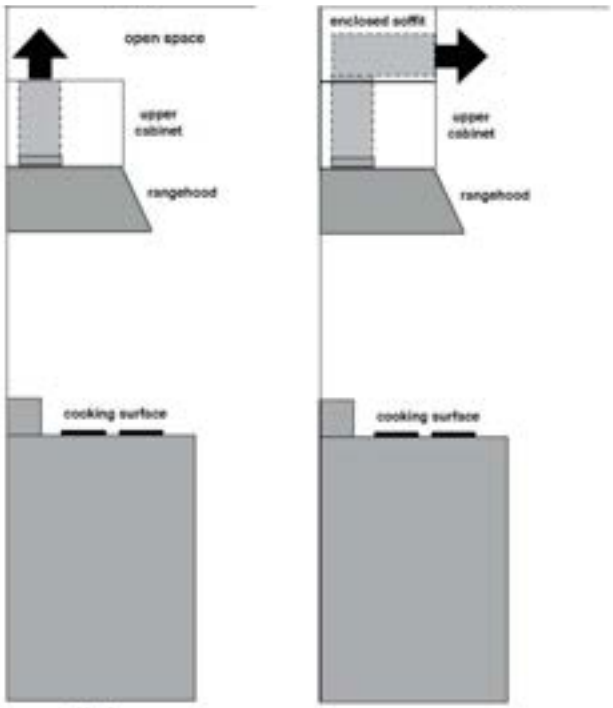

FIGURE 3A FIGURE 3B
2) Debe instalarse un conducto para evacuar la campana hacia la cocina, ya sea en la parte superior del armario (FIGURA 3A) o en la cara o el lateral del plafón (FIGURA 3B). Instale al menos 15″ de conducto metálico (fig. 3A y 3B) en la salida de aire. Pase el conducto verticalmente y fíjelo en la abertura recortada en la parte superior o lateral del armario o del plafón. Se recomienda la instalación de una rejilla metálica. Este conducto no debe terminar en un espacio de aire muerto. # FILTER6 debe comprarse para completar este tipo de instalación.